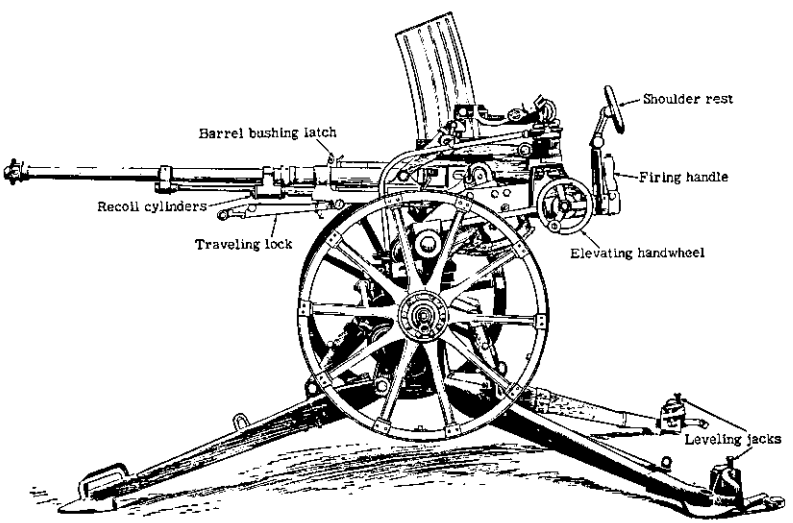

Figure 112.—Model 98 (1938) 20-mm antiaircraft-antitank machine cannon (left side).
(1) Its general appearance, which is different from any other Japanese field piece (see fig. 112).
(2) The front outrigger.
(3) The barrel traveling lock.
(4) The marking 九八式 which is on the top of the receiver. (This marking, which is read *Kyuhachi Shiki* from top to bottom, means "98 model.")